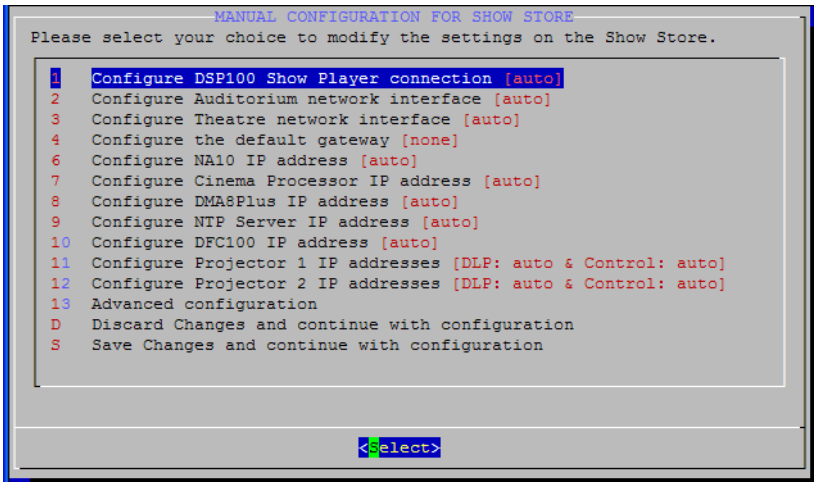

Figure 3-34 Manual Configuration for DSS200 Screen
- Manually set the NTP server address of each DSS200 (refer to Figure 3-34) using the IP address of an external NTP server (recommended for best accuracy).
- Manually set the NTP server address of this DSS200 using the IP address of an external NTP server, and enter the theatre network address on this DSS200 (refer to Table 3-1) as the NTP server address on the other units (refer to Figure 3-34).
- Manually set the NTP server address on the other DSS200s (refer to Figure 3-34) using the theatre network address on this DSS200 (refer to Table 3-1).
- If you want to override the automatic settings, press <Tab> to select **Yes**, then press <Enter> to display the **Manual Configuration for Show Store** (DSS200) screen (as shown in Figure 3-34), and proceed to step 14. In this screen, you can select the network settings you want to override, and then enter the desired custom settings.